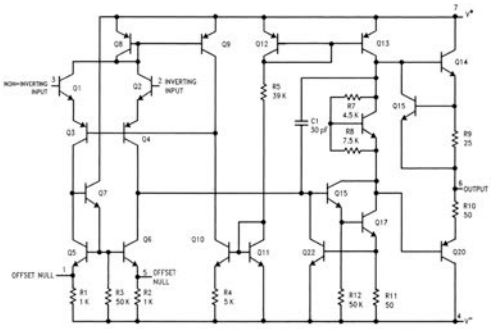
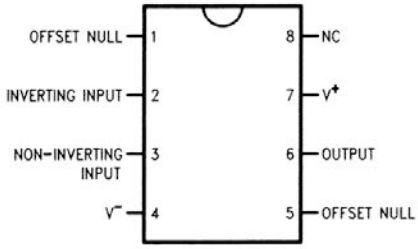

Abb. 67: Schaltung LM741
Abb. 68: Pinbelegung LM741
Der Operationsverstärker (OP, OPV oder auch Opamp) ist ein sehr universelles Bauteil in der Analogelektronik. Er kann Gleich- und Wechselspannungen verstärken, Signale addieren/subtrahieren, logarithmieren und integrieren. Den Operationsverstärker kann man jedoch auch als Schwellwertschalter (Komparator) einsetzen. Durch seine universelle Verwendbarkeit ist er in der analogen Elektronik überall im Einsatz, sei es um Sensorsignale zu verstärken, in der Mess- und Regelungstechnik oder auch als Leistungstreiber. 1962 wurde bei Fairchild Semiconductor von Rober Widlar der erste Operationsverstärker (µA702) als integrierter Schaltkreis (IC) entwickelt. Der uns bekannte und vielfach bewährte LM741 wurde 1968 entwickelt. Für einfache, universelle Anwendungen ist der LM741 eine gute Wahl. Für uns ist der Operationsverstärker eine „black-box“. Die Abbildung 67 zeigt das „Innenleben“ des LM741. Für eine genaue Beschreibung des „Innenlebens“ sei auf entsprechende Literatur verwiesen. Die Abbildung 68 zeigt die Anschlüsse des LM741.